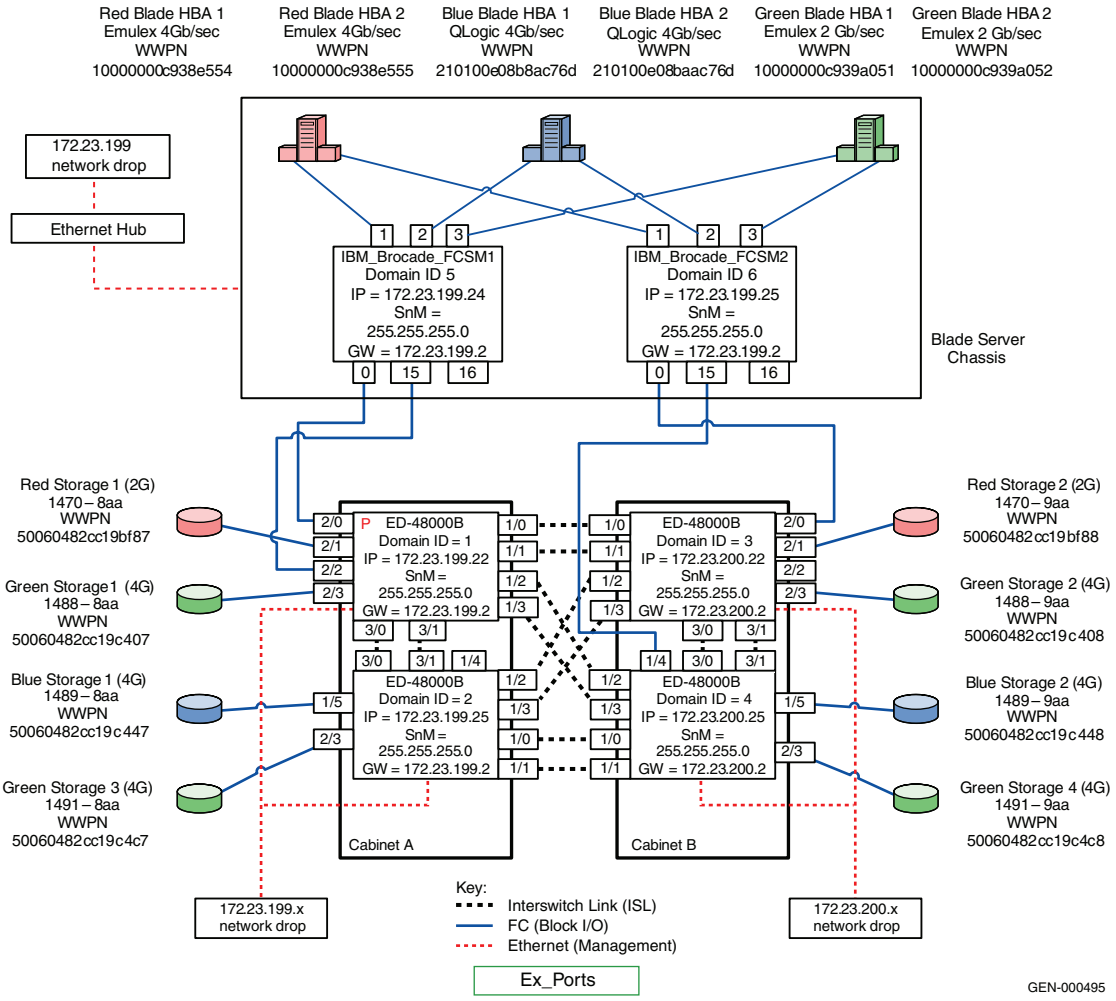
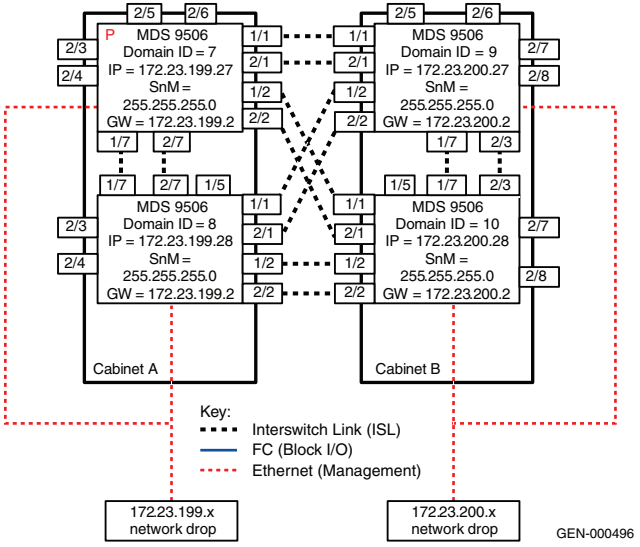

Figure 507 **Brocade-based blade server chassis attached to a 4-switch full mesh Connectrix B fabric**
Figure 508 **Connectrix MDS fabric**
Figure 507 on page 1331 shows a Brocade-based blade server chassis attached to a 4-switch full mesh Connectrix B fabric. The 4-switch Connectrix B fabric needs to be replaced by a Connectrix MDS fabric as shown in Figure 508 on page 1332.
- The other module has 2 ISLs going to two different brocade switches. This is referred to as a multi-fabric attachment. Please refer to Figure 507 on page 1331 for more details on the physical connections.
2. Configure the IP for the individual Connectrix MDS standalone switches. Install the Fabric Manager and Device Manager as explained in the "Connectrix MDS example" on page 159, and link through ISLs the target Connectrix-MDS fabric with only E_Ports as shown in Figure 508 on page 1332.
4. Assign and enable all the E_Ports in Figure 508 on page 1332 to VSAN ID 4 using the Device Manager for the respective switches. From the **Device Manager Menu** bar, go to **FC>VSANs** and click the **Membership** tab to add the ports to the desired VSAN.
5. Validate E_Port connectivity by comparing the topology in the Figure 507 on page 1331 with the topology view of the Connectrix MDS fabric comprising of Switches 7, 8, 9, and 10 obtained using Fabric Manager.